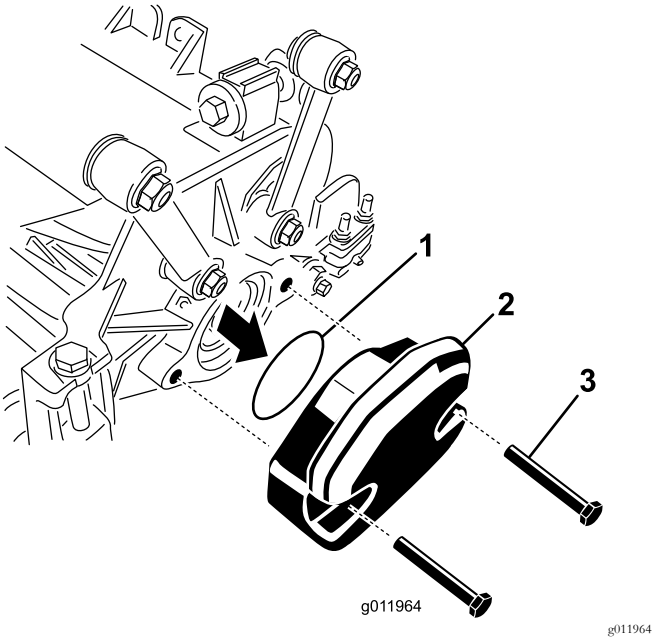

Figur 23
2. Fjern vægten og O-ringen (Figur 23) på den indvendige ende af højre klippeenhed.